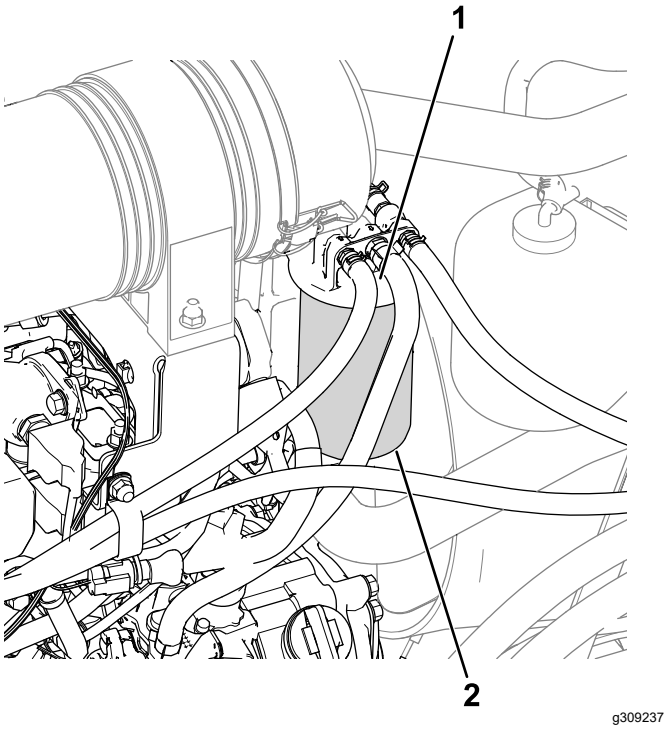

Figura 56
1. Pulite le superfici circostanti la testa del filtro del carburante (Figura 56).
2. Togliete il filtro e pulite la superficie di montaggio della testa del filtro (Figura 56).